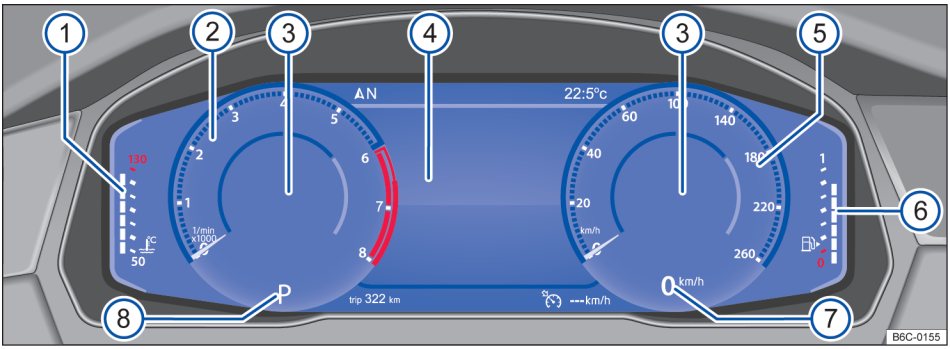

Fig. 11 Active Info Display no painel de instrumentos.
Explicações sobre os instrumentos → Fig. 11:
Dependendo do perfil de informação selecionado, o Active Info Display mostra informações adicionais no centro de instrumentos redondos → Fig. 11 ③. Os seguintes perfis de informação podem ser selecionados:
Dependendo do perfil de informação selecionado, o Active Info Display mostra informações adicionais no centro de instrumentos → Fig. 11 ③. Os seguintes perfis de informação podem ser selecionados: